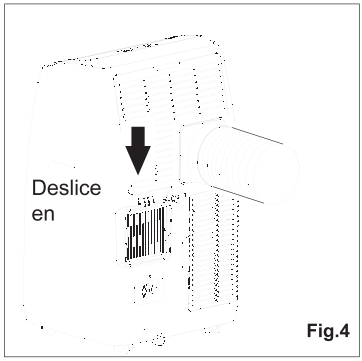

Fig.4
3. Instale la entrada de manguera en la unidad (Fig.4).